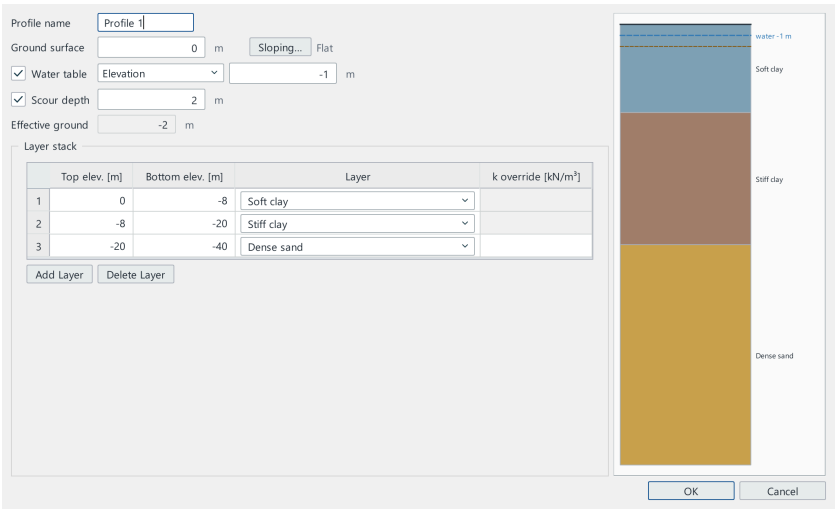

Figure 16.52 — Example 11 — Soil Profile Data with a scour depth of 2 m
2. **Define** ▸ **Soil** ▸ **Soil Profile…**: *Scour depth* 2 m (Figure 16.52). The soil above the scoured surface is removed for every pile, and the soil below keeps the strength it had at its depth. Run.